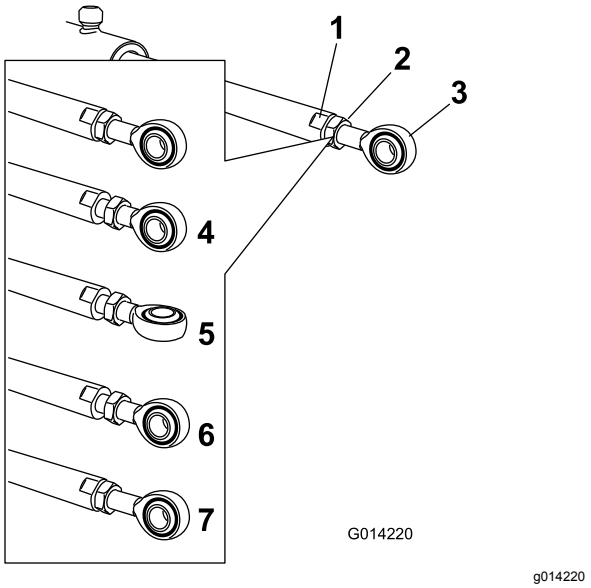

Рисунок 97
5. С помощью ключа, накинутого на плоские грани штока привода, удерживайте его неподвижно, затем ослабьте контргайку, чтобы можно было перемещать шток с проушиной (Рисунок 97).
6. Поверните шток с проушиной в штоке привода, чтобы сократить или удлинить привод для установки в требуемое положение (Рисунок 97).